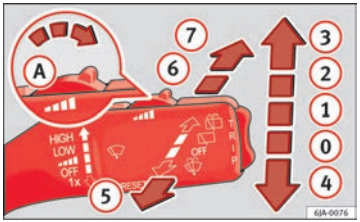

Fig. 66 Window wiper lever
– Give the windscreen a **brief** wipe by moving the lever down to position (4) ⇒ Fig. 66. ▶
– Move the lever up to the stop (1) ⇒ Fig. 66.
– Set the required interval wipe using the control (A).
– Move the lever up to the stop (2) ⇒ Fig. 66.
– Move the lever up to the stop (3) ⇒ Fig. 66.
– Pull the lever towards the steering wheel, position (5) ⇒ Fig. 66, and the windscreen washer and wipers are switched on.
– Press the lever forwards to the stop (6) ⇒ Fig. 66 and the rear window wiper will run every 6 seconds.
– Press the lever forwards fully to position (7) ⇒ Fig. 66 and the rear window wiper and washer are switched on at the same time.
– Release the lever. The rear window washer will stop and the rear window wipers will keep running for 1–3 wipes (depending on the jet operating time). **When released, the lever remains in position (6).**
– Move the lever to position (0) ⇒ Fig. 66. ■
The headlight washers operate briefly if the dipped or main beam is on and the lever is raised to position (5) ⇒ Fig. 66. The headlight washer system also operates every ten windscreen wash cycles.
– Press the lever to position (4) ⇒ Fig. 66 ⇒ page 103, the windscreen wiper arms are set to the service position.
– Switch the ignition on and press the lever to position (4) ⇒ Fig. 66 ⇒ page 103, the windscreen wiper arms are set to the basic position. ■